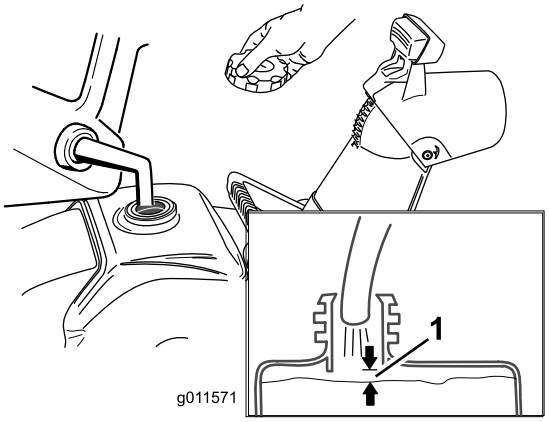

Rysunek 12
Uzupełniaj zbiornik świeżą benzyną bezołowiową o liczbie oktanów 87 lub podobnej, zakupioną na stacji renomowanego dostawcy paliw (Rysunek 12).
1. Uważaj, aby nie napełnić nadmiernie zbiornika paliwa (patrz Rysunek 12) i pewnie dokręć korek.